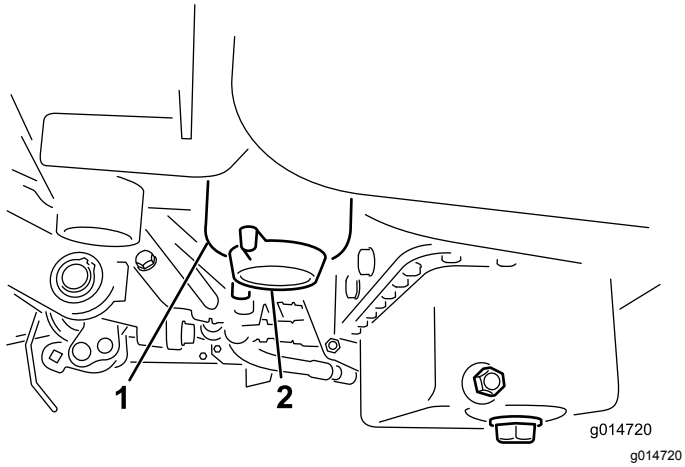

Rysunek 46
2. Oczyść obszar wokół miejsca zamontowania filtra (Rysunek 46).
4. Odkręć korek spustowy filtra (Rysunek 46).